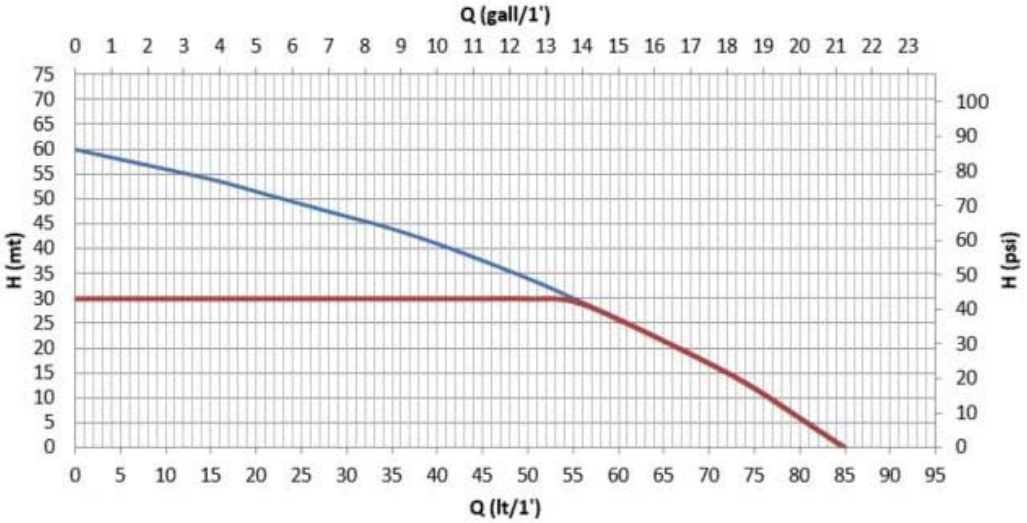

Fig. 2
Diagrammet i fig. 2 visar kurvorna över den hydrauliska kapaciteten. Invertern modulerar automatiskt elpumpens rotationshastighet vilket gör att elpumpen vid behov kan förflytta sin arbetspunkt till valfritt område under aktuell kurva så att det inställda värdet för jämnt tryck (SP) upprätthålls. Den röda kurvan visar systemets händelseförlopp med börvärdet inställt på 3,0 bar (43.5 psi).